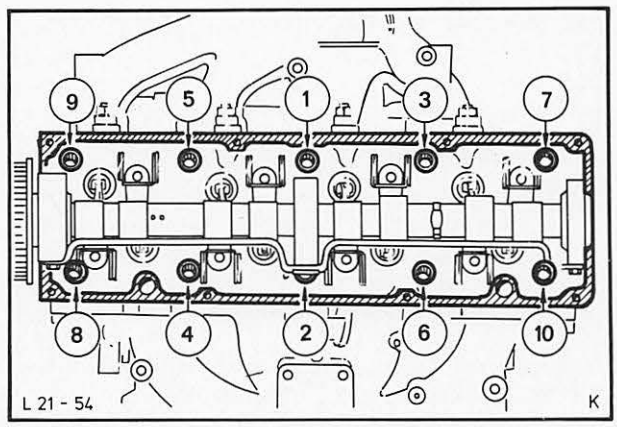

Abb. 202 Anzugsreihenfolge – Zylinderkopf
18. Nachdem die Einstellarbeiten bei betriebswarmem Motor erledigt sind, Zündkabel von Zündkerzen abziehen und Zylinderkopfhaube abbauen. Nach 15 bis 20 Minuten Wartezeit, Zylinderkopf mit vorgeschriebenem Drehmoment nach Schema, siehe Abb. 202, nachziehen.